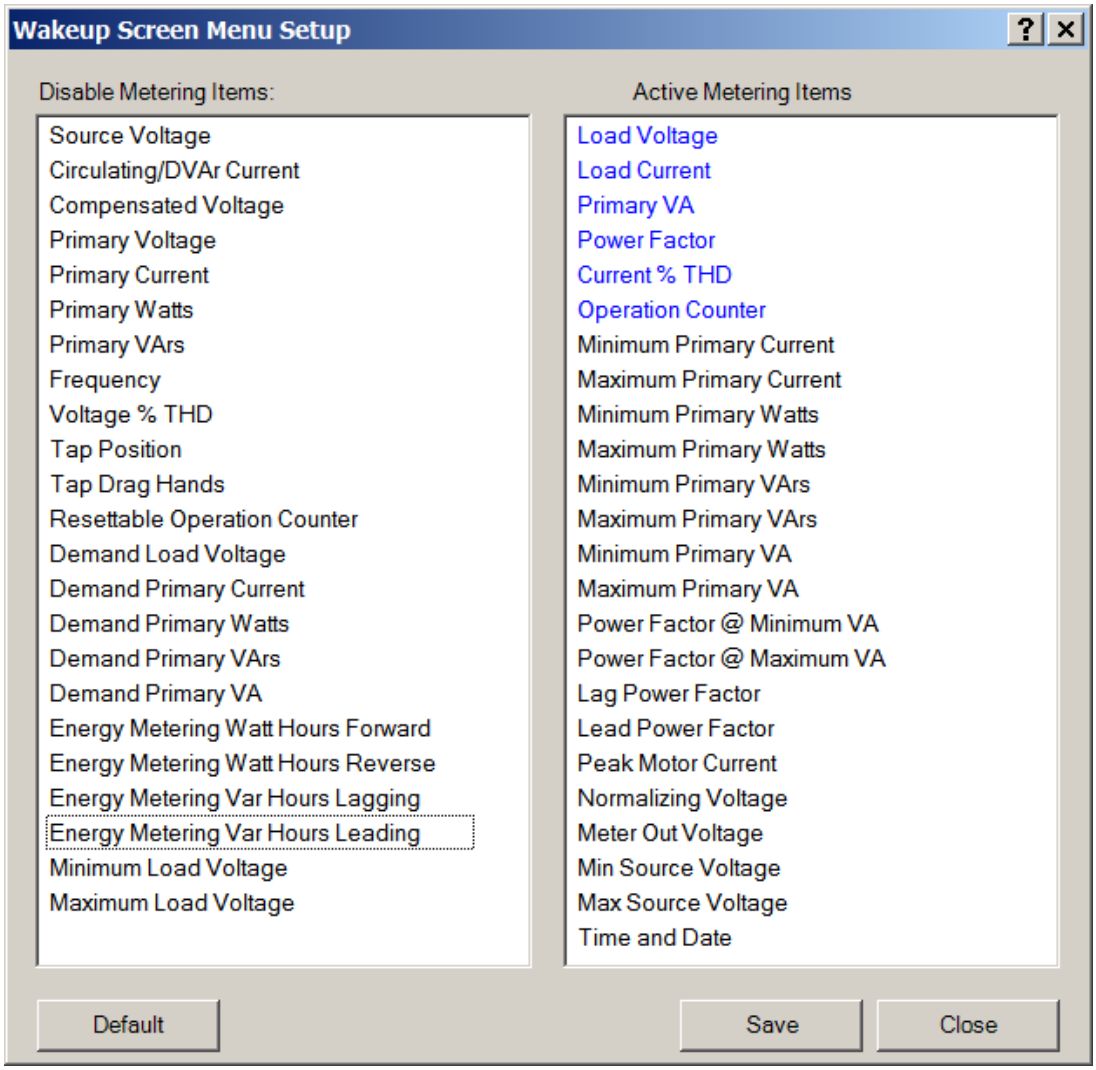

Figure 4-20 Wakeup Screen Menu Setup Dialog Screen
1. Select **Setup/Wakeup Screens** from the TapTalk® toolbar. TapTalk will display the "Wakeup Screen Menu Setup" dialog screen (Figure 4-20).